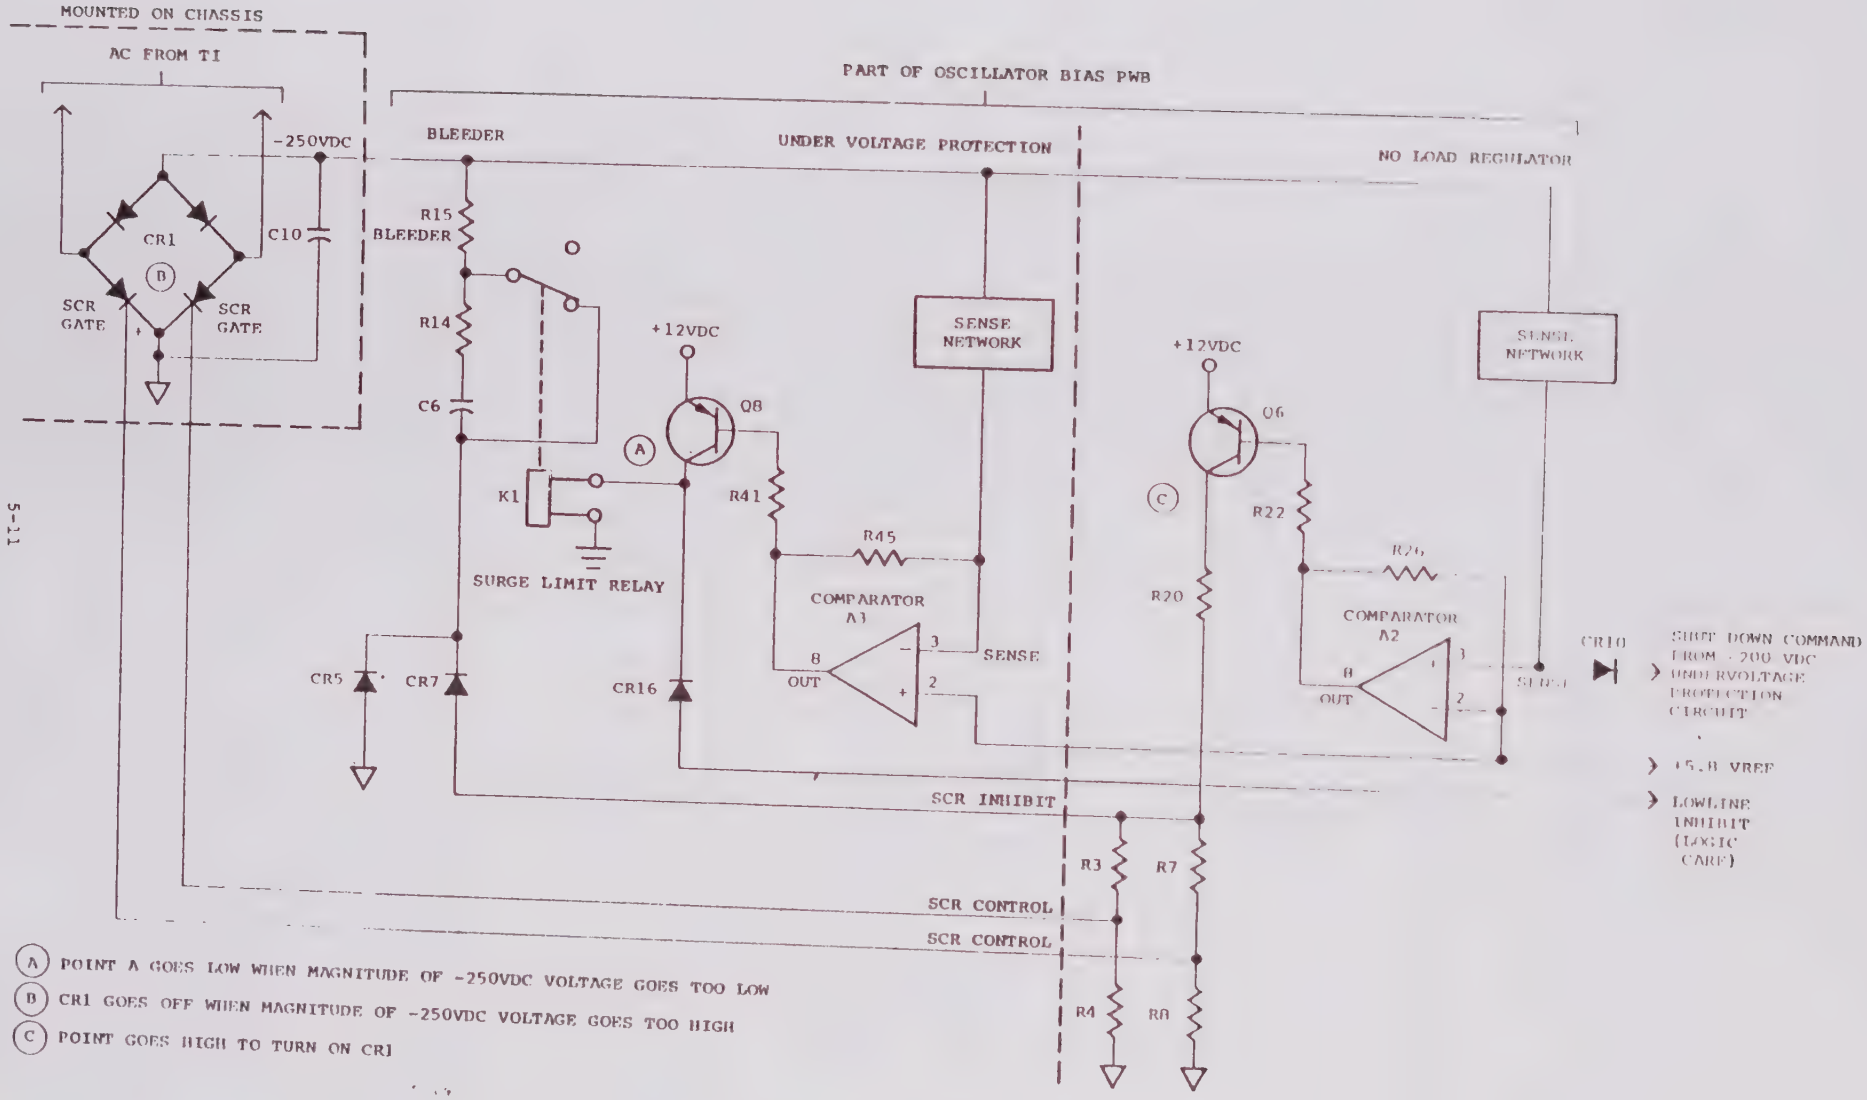

FIGURE 5-4 FUNCTIONAL BLOCK DIAGRAM-
5.2.3.3 -250 VDC Regulation and Protection. The -250 VDC supply voltage generated by the power conditioning circuits is regulated to limit its magnitude to less than 300 volts and monitored to shut down if the magnitude falls below -160 volts. Circuit elements are also incorporated to discharge the -250 VDC filter capacitor (C1) whenever the power supply is turned off and to inhibit surge currents in the primary of transformer T1. (See Figure 5-4). The over-voltage regulation and under-voltage protection circuits are very similar in that a comparator is used to control a transistor which controls an element that performs the desired function. (See Figure 5-4).
Anytime Q8 is off, the low line inhibit is driven low via A3CR16. This line control High Voltage control latch U10D on logic PWB A1. This means that high voltage is turned off and the surge resistor is enabled any time the magnetude of the DC input into the switch regulator falls below 160 VDC . (see Figure 5-4).